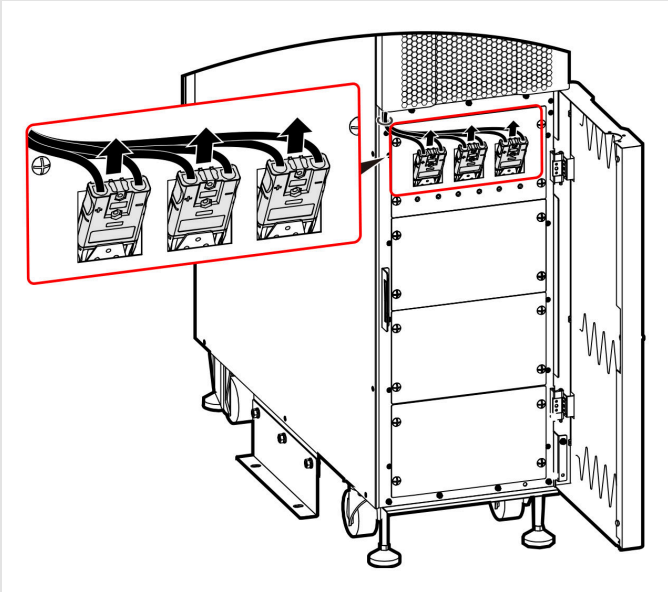

FIGURE 4-11 Unplugging the plug-ins
2. Unplug the three battery plug-ins (Figure 4-11).